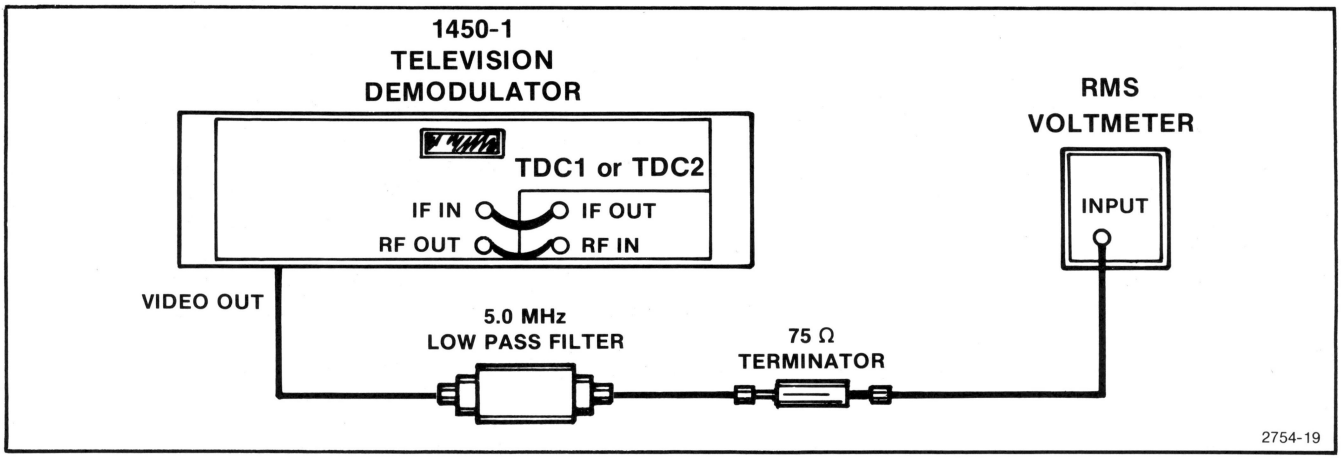

Fig. 4-8. Test Setup for Measuring Signal-to-Noise Ratio.
b. Connect the test equipment as shown in Fig. 4-8. Push in the 1450-1 Man button on the front panel, and set the Manual Gain control such that the **rf** Input Power Level readout indicates −20 dBm.